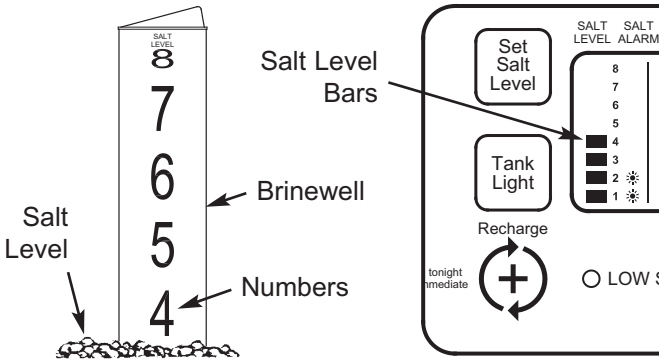

FIG. 24
2. The salt level scale, on the brinewell inside the tank, has numbers from 0 to 8 (see Fig. 24). Observe the highest number the leveled salt is at, or closest to.
3. Press the SET SALT LEVEL button as many times as necessary to make the salt level bars in the display (see Fig. 24) match the number on the brinewell. At level 2 or below, the “Low Salt" indicator will flash.